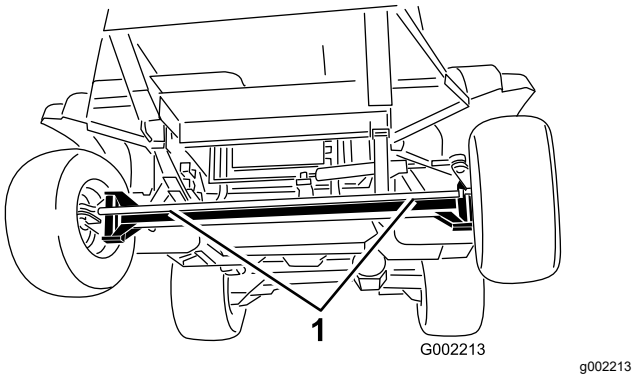
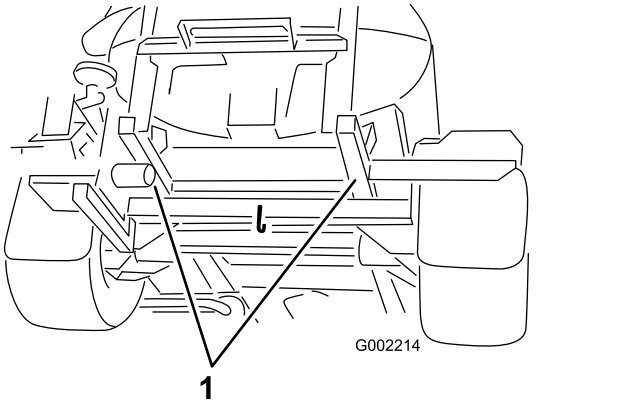

Figura 61
Figura 62
4. Ate um cabo de reboque ao chassis; consulte os pontos de reboque dianteiros e traseiros (Figura 61 e Figura 62).